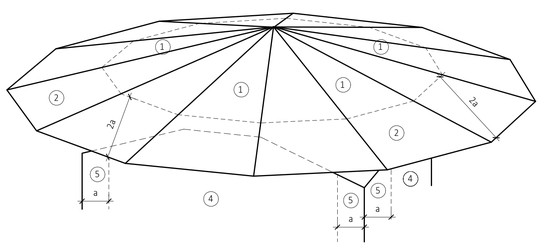

Figure 1. C&C Zone Designations
E. See Figure 1 for C&C Zone Designations